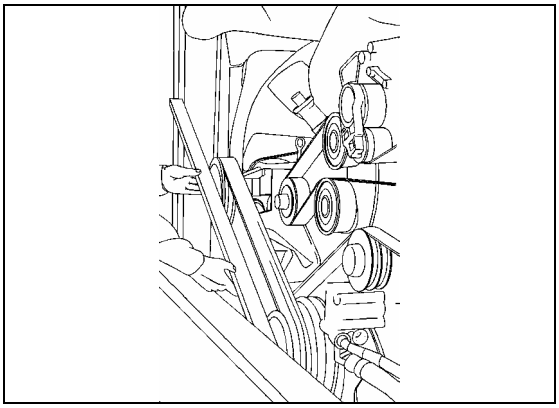

FIGURE 18: PULLEY ALIGNMENT 05064
3. Using a straight edge, align the 3"V"pulley on gearbox central shaft pulley with engine pulley, while taking pulleys outer edge thickness under consideration i.e. 3"V"pulley's outer edge is thicker than that of engine pulley's (Fig. 18).